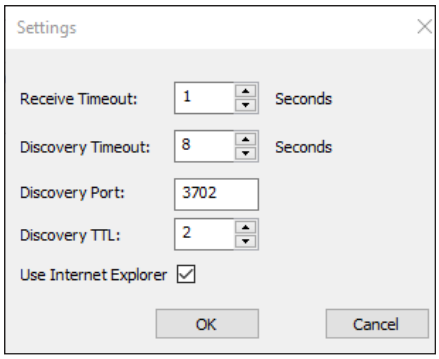

Figure 5: *Discovery Timeout Settings*
3. Set a new **Discovery Timeout** using the up and down arrow buttons. Refer to **Figure 5**.